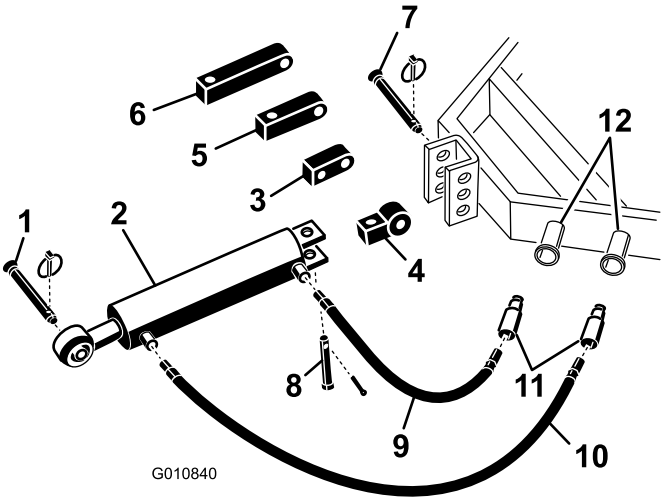

**Rysunek 5**
1. Zamocuj końcówkę łącznika hydraulicznego łącznika górnego do traktora za pomocą sworzni dostarczonych wraz z traktorem (Rysunek 5). Ustaw hydrauliczny łącznik górny tak, aby tłoczysko siłownika było skierowane w stronę aeratora. Złącza siłownika powinny być skierowane w kierunku złączy pomocniczej hydrauliki siłowej traktora.
**Informacja:** Jeżeli siłownik hydrauliczny musi być ustawiony złączami hydraulicznymi skierowanymi do góry, w celu zmiany ustawienia siłownika użyj łącznika obracającego zamiast łącznika standardowego (Rysunek 5). Zamiast łącznika obracającego można użyć kątowych złączy hydraulicznych (nie są one dołączone).
A. Wyjmij sworzeń i zawleczkę mocujące łącznik standardowy do siłownika (Rysunek 5). Odłącz łącznik standardowy od siłownika.
B. Używając wcześniej wyjętego sworznia i zawleczki zamocuj łącznik obracający do siłownika (Rysunek 5).
2. Podłącz przewód hydrauliczny o dł. 106 cm do złącza hydraulicznego łącznika górnego umieszczonego bliżej aeratora Rysunek 5. Pokryj gwint przewodu taśmą teflonową lub środkiem do uszczelniania gwintów, aby wyeliminować nieszczelności.
3. Podłącz przewód hydrauliczny o dł. 76 cm do złącza hydraulicznego łącznika górnego umieszczonego bliżej traktora Rysunek 5. Pokryj gwint przewodu taśmą teflonową lub środkiem do uszczelniania gwintów, aby wyeliminować nieszczelności.
Jeżeli siłownik hydrauliczny nie sięga do wspornika aeratora, zamiast łącznika standardowego do połączenia siłownika z traktorem użyj łącznika przedłużającego (Rysunek 5).
B. Używając wcześniej wyjętego sworznia i zawleczki zamocuj do siłownika łącznik przedłużający o odpowiedniej długości (Rysunek 5).